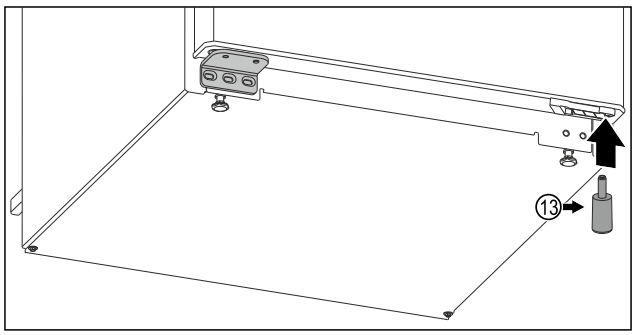

*Fig. 18 Vid skåp utan 4-stjärningt frysfack**
▶ Distansdelen *Fig. 18 (13)* sätts åter in nere till höger på dörren, eftersom detta är viktigt för skåpets stabilitet.*